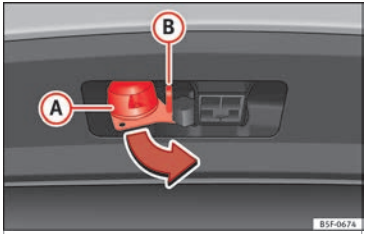

Fig. 190 Turn the 13-pin connector.
- Grip the 13-pin connector at area (A) and remove it in the direction of the arrow ››› **Fig. 190**.
- Grip the 13-pin connector at area (A) and insert it in the opposite direction to the arrow ››› **Fig. 190**.
The safety lug (B) ››› Fig. 190 is used to hook up the trailer's retainer cable.